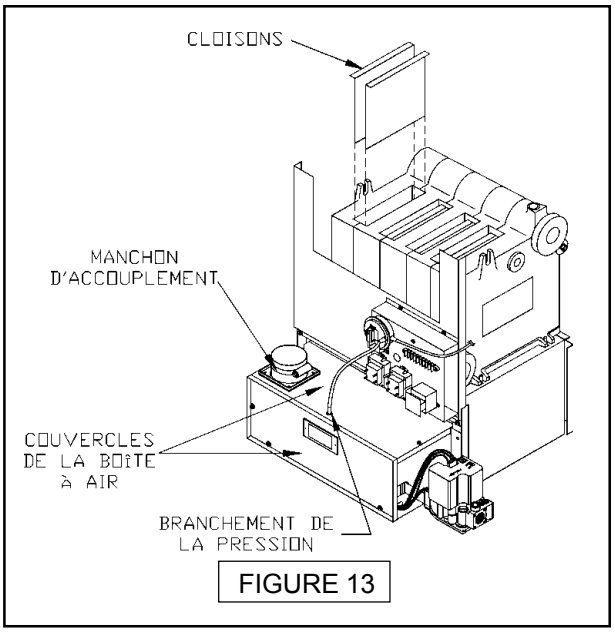

FIGURE 13
D. Disjoindre le tuyau d'entrée d'air du manchon d'accouplement. (Voir la figure 13 pour savoir où est situé le manchon d'accouplement.)
E. Enlever les couvercles de la boîte à air. (Voir la figure 13 ci-dessus.)
I. Enlever les cloisons de l'échangeur de chaleur. (Voir la figure 13.)